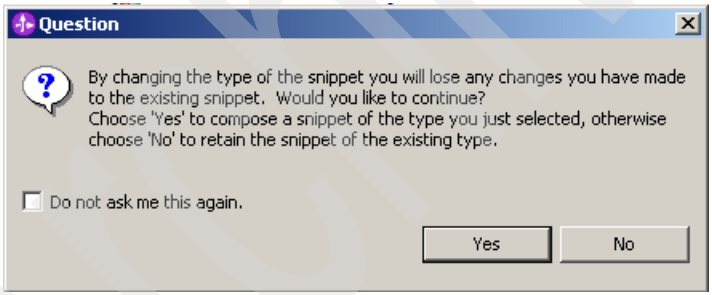

Figure 11-27 Warning message window
4. It the warning message shown in Figure 11-27 appears, select **Yes**.